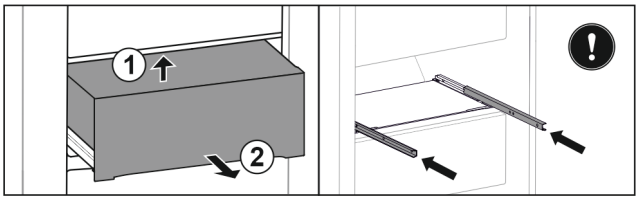

Fig. 37
▶ Lift drawer from below. *Fig. 37 (1)*
▶ Remove drawer to the front. *Fig. 37 (2)*